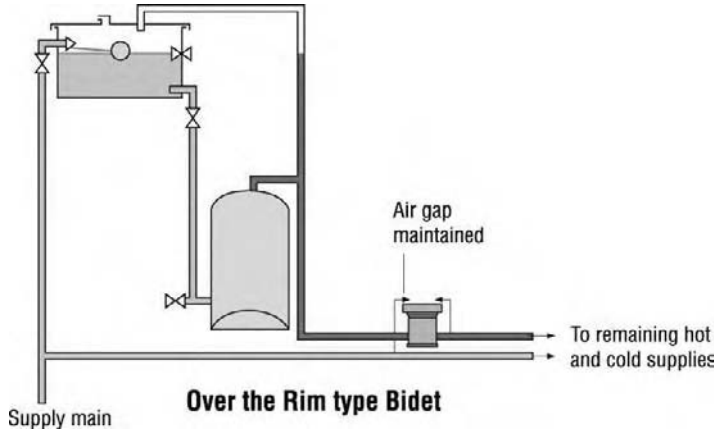

Figure 6.23 *Over the rim fitment and installation requirements*
- Over the rim fitments, as shown in Figure 6.23
Bidets with over the rim supply fitments are popular because they are easier to install and do not require the same amount of pipework and fittings. Figure 6.23 shows a typical pipework arrangement for the over the rim fitment.